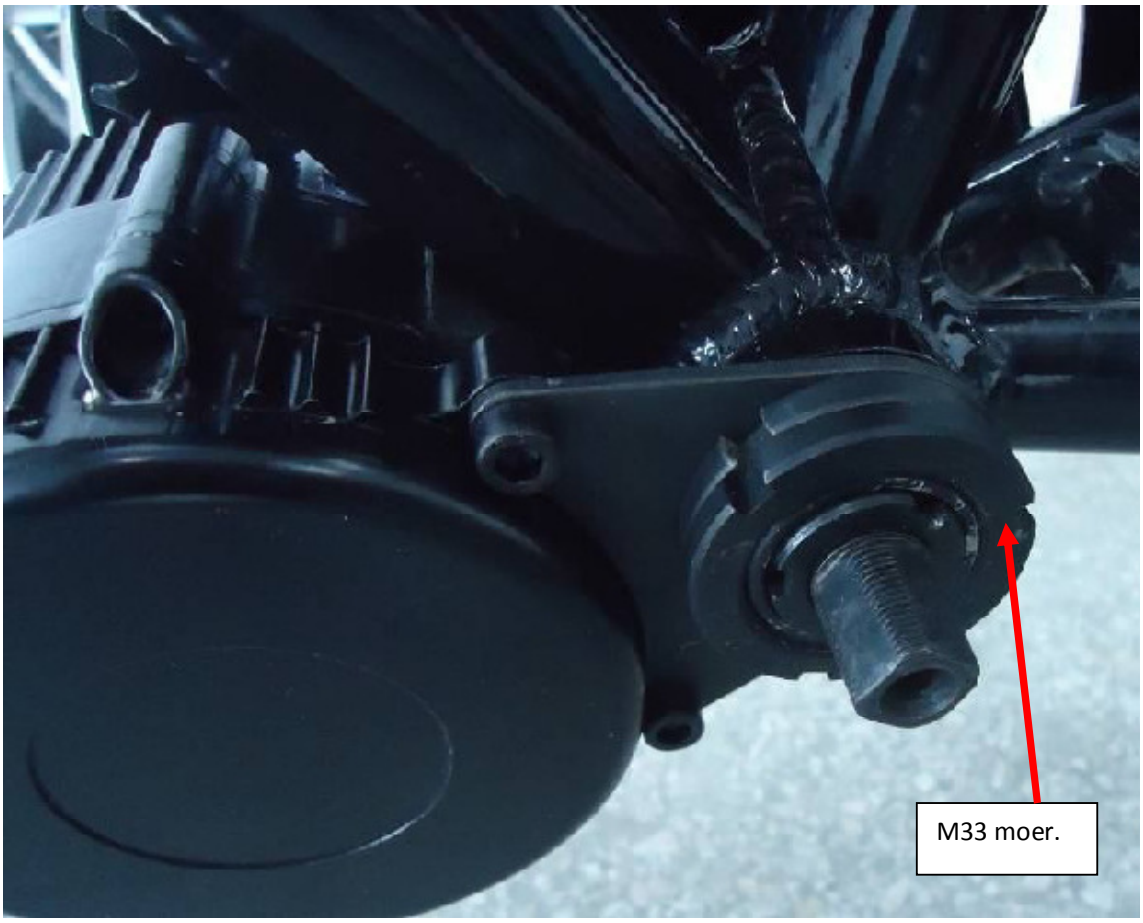

Afbeelding 7
6. Zet vervolgens de 2de moer M33 op de trapas vast met een aandraaimoment: 30 - 40Nm (afbeelding 7)